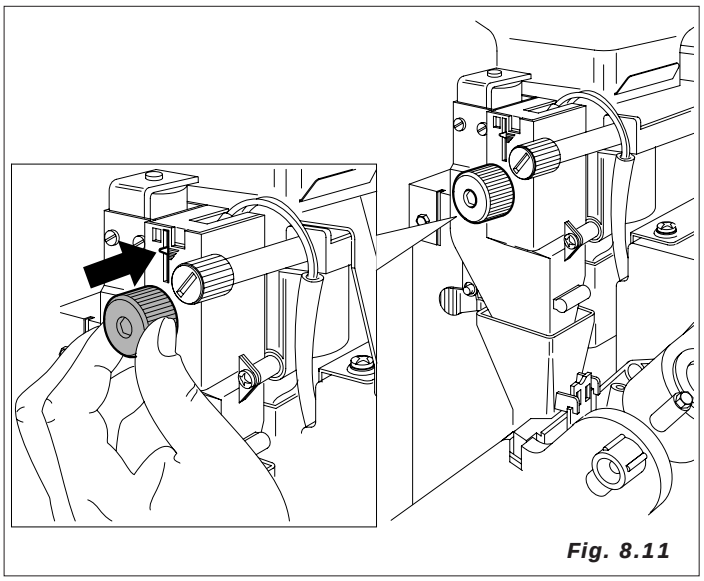

Fig. 8.11
- ***Gramaje del café molido.*** Variar la cantidad actuando sobre el botón puesto en el dosificador (Fig.8.11).